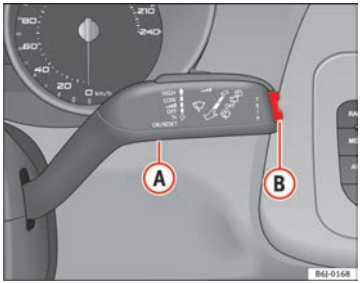

Fig. 34 Windscreen wiper lever: button A and rocker switch B
– With the ignition switched on, briefly press button ⇒ Fig. 34 (A) on the window wiper lever to move from one memory to another.